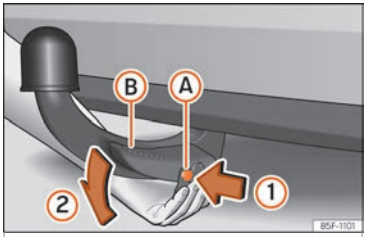

Fig. 176 Removing the tow hook
- Press the release bolt Ⓐ in the direction of arrow ①, and at the same time press lever Ⓑ as far as it will go in the direction of arrow ② ››› Fig. 176.